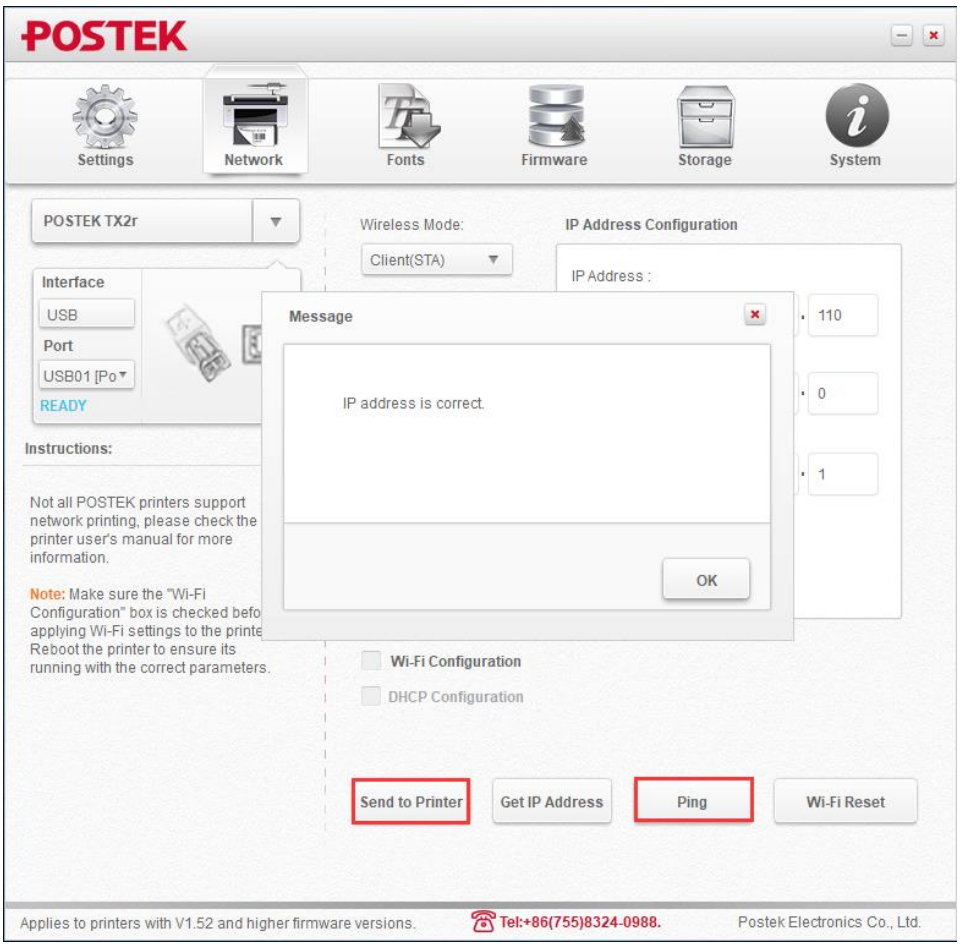

Figure 2-33 Successful Configuration
6. Click "Send to Printer", the [MEDIA] and [RIBBON] indicators will blink simultaneously, when the two indicators are lit and return to a steady state, click "Ping" to check whether the configuration is successful or not, as shown in Figure 2-33.